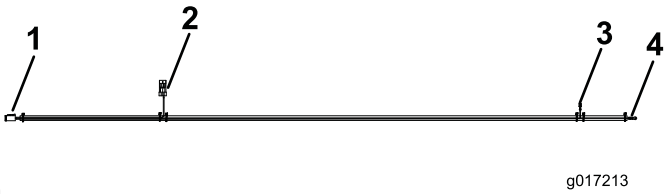

Figuur 10
- Sluit de kabelboomconnector met de aanduiding **Stoel** aan op de kabelboomconnector van de stoel (Figuur 10).
- Sluit de kabelboomconnector met de aanduiding **Stoelschakelaar** aan op de kabelboom van de tractie-eenheid (Figuur 10).
- Sluit de kabelboomconnector met de aanduiding **Stroom stoel** (kabelschoen) aan op een vrije aansluiting van de zekeringhouder van het hulpaggregaat (Figuur 10). Breng de zekering van 10 A aan in de overeenkomende aansluiting van de zekeringhouder.
- Sluit de kabelboomconnector met de aanduiding **Aardingsblok** (ringconnector) aan op het aardingsblok van het hulpaggregaat (Figuur 10).